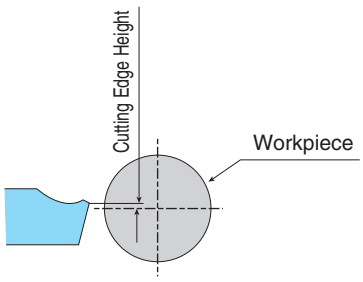

Fig. 3 (TKN, TKR/L)
1. For TKN and TKR/L, set the cutting edge height 0.1~0.2mm above the center height (Fig. 3)